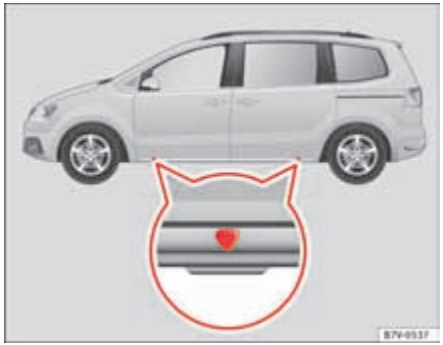
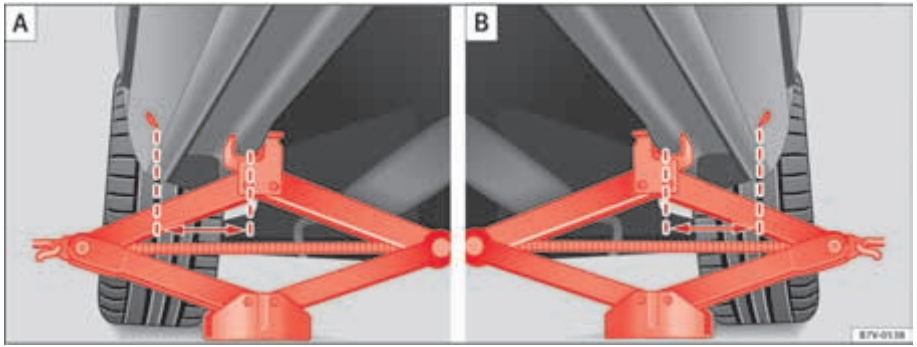

Fig. 192 Jack position points
Fig. 193 (A): jack mounted on the left front part of the vehicle (B): jack mounted on the left rear part of the vehicle.
The jack may be applied only at the jacking points shown (marks on chassis) ⇒ fig. 192. The mark indicates the jacking points **below** the vehicle. The jacking points are on the ribs **behind** the front edges ⇒ fig. 193. Always the relevant jacking point for the wheel to be changed ⇒ ⚠.
5. Look below the vehicle for the jacking point ⇒ page 342, fig. 192 closest to the tyre which has to be changed.
7. Ensure that the foot of the jack is firmly on the ground and that it is placed immediately below the lifting point on the vehicle ⇒ page 342, fig. 193.
8. Straighten the jack and continue raising it using the handle until the claw holds the vertical reinforcement beneath the vehicle ⇒ page 342, fig. 193.
- **Only fit the jack at the prescribed jacking points. The claw of the jack should grip the reinforcement nerve on the underbody ⇒ page 342, fig. 193.**